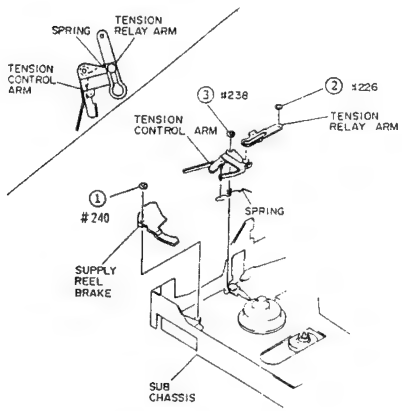

Fig. 2-48
1) Remove one (1) washer and pull out the supply reel brake from the sub chassis. (See Fig. 2-48)
2) Remove one (1) washer holding the tension relay arm.
3) Remove one (1) washer holding the tension control arm.